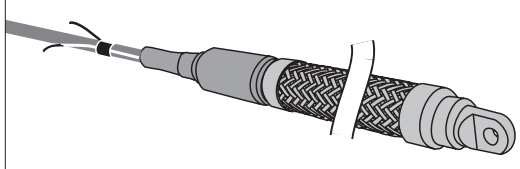

Figure 6 - AnyLan Systems Preterm cable assembly
4.12 Corning Cable Systems offers AnyLAN™ Systems factory-terminated and tested distribution trunk cables which may be quickly installed in aerial overlash or self-supporting cable applications (Figure 6). The accessing of these protective pulling grips is described in SRP-004-123, *Removal Instructions- Plug & Play™ AnyLAN™ Systems Pre-Term Cable Assembly.*